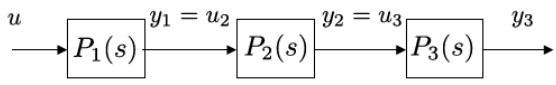

Figure 3: Open-loop transfer function modeled as a cascade of three transfer functions.
8. Consider the cascaded feedback control system shown in the block diagram Figure 3 . The system consists of three nested control loops. The plant transfer functions for each stage are given as: